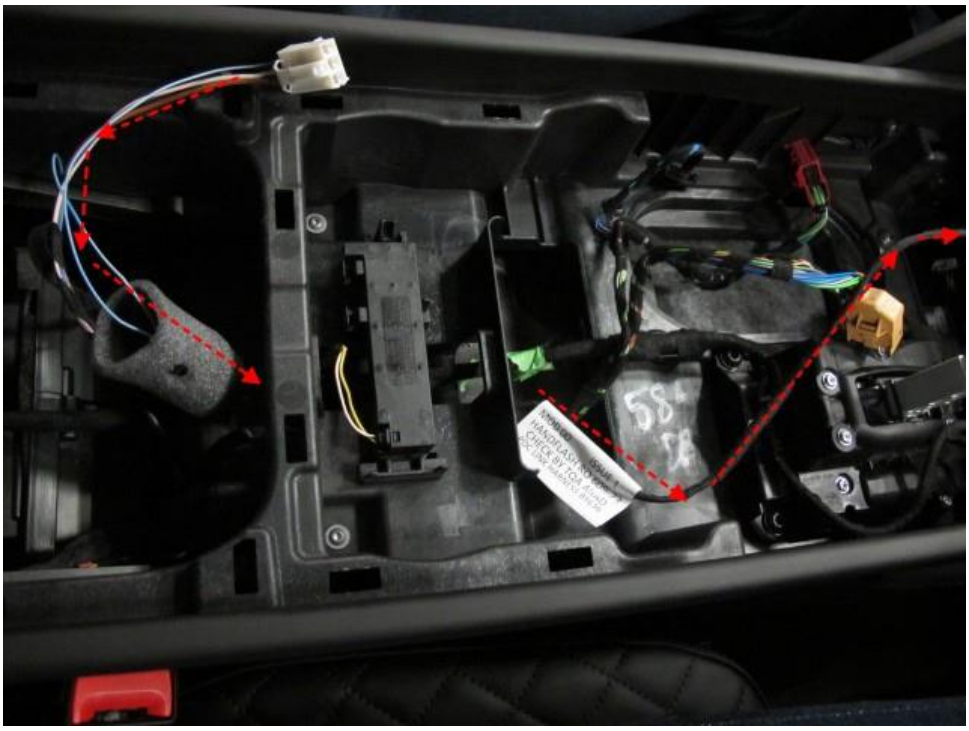

Figure 11
- Referring to Figure 11 - Route the link harness underneath the front centre console substrate